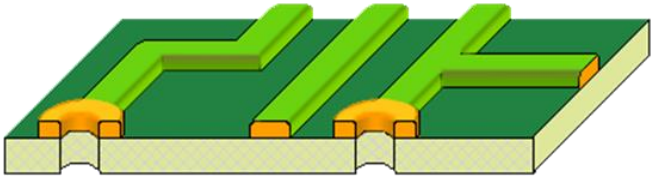

Рисунок 1 – Одностороння печатная плата
- односторонние (ОПП): имеют проводники только на одной стороне и неметаллизированные отверстия (Рисунок 1).